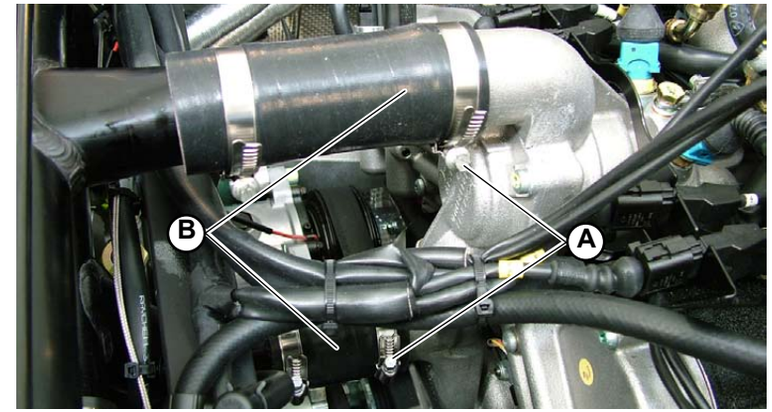

Fig.1
2. Remove the delivery (**A-Fig.1**) and intake pipe mounting clamps on the water pump and remove the pipes (**B-Fig.1**).